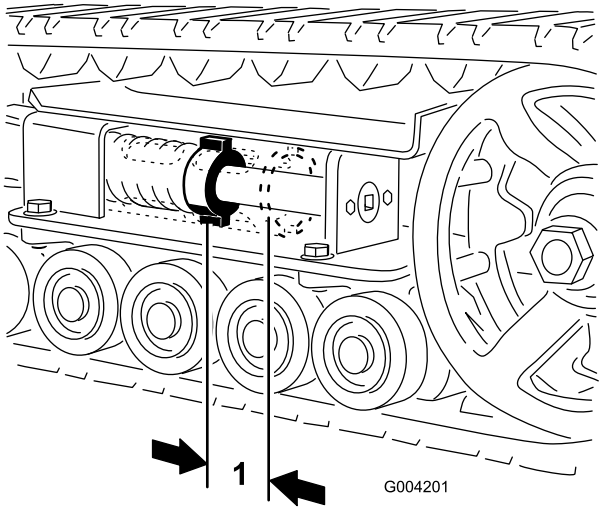
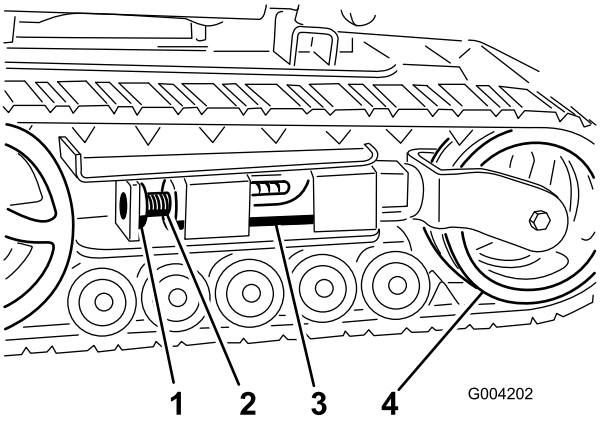
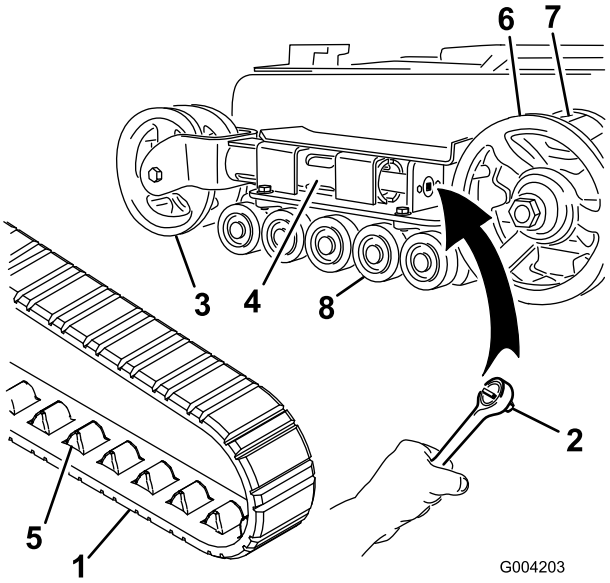
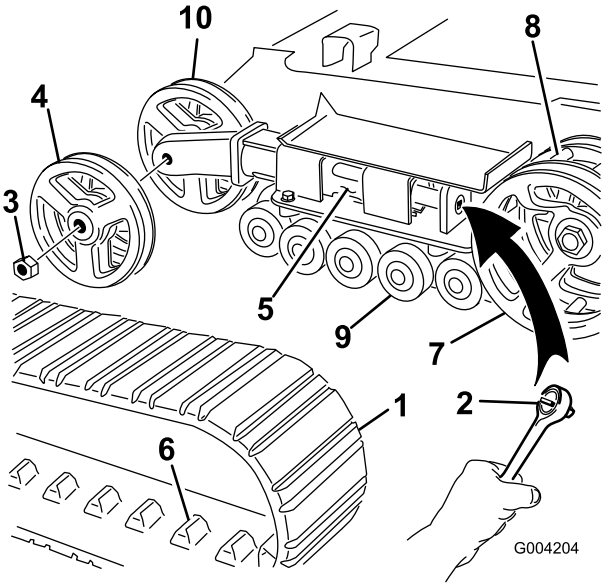

Rysunek 44
Rysunek 45
Rysunek 46
Rysunek 47
Odległość między nakrętką naprężającą a tylną stroną rury napinacza powinna wynosić 7 cm (Rysunek 44). Jeżeli tak nie jest, należy skorygować napięcie gąsienicy w następujący sposób:
3. Odkręć śrubę zabezpieczającą i nakrętkę (Rysunek 45).
4. Używając klucza nasadowego 1/2 cala (Rysunek 46) obracaj śrubę napinającą w lewo, aż odległość między nakrętką napinającą a tylną stroną rury napinacza (Rysunek 44) wyniesie 7 cm.
5. Ustaw najbliższe nacięcie na śrubie napinającej równo z otworem śruby zabezpieczającej i unieruchom śrubę za pomocą śruby zabezpieczającej i nakrętki (Rysunek 45).
4. Za pomocą klucza nasadowego 1/2 cala uwolnij napięcie gąsienicy obracając śrubę napinającą w prawo (Rysunek 45 oraz Rysunek 46).
5. Popchnij koło napinające w kierunku tyłu zespołu, aby dosunąć rurę widełkową do ramy (Rysunek 46). Jeżeli nie dotknie ona ramy, obracaj śrubę napinającą do momentu aż będzie się dało dosunąć ją do ramy.
7. Po zdjęciu gąsienicy z koła napinającego, zdejmij ją z koła napędowego oraz kół jezdnych (Rysunek 46).
8. Rozpoczynając od koła napędowego, nawiń wokół niego nową gąsienicę, upewniając się, że zęby gąsienicy wpasowały się między przekładki koła napędowego (Rysunek 46).
9. Wepchnij gąsienicę pod oraz pomiędzy koła jezdne (Rysunek 46).
11. Obracaj śrubę napinającą w lewo, aż odległość między nakrętką napinającą a tylną stroną rury widełkowej (Rysunek 44) wyniesie 7 cm.
4. Za pomocą klucza nasadowego 1/2 cala (1.27cm) uwolnij napięcie gąsienicy, obracając śrubę napinającą w prawo (Rysunek 45 oraz Rysunek 47).
5. Popchnij koło napinające w kierunku tyłu zespołu, aby dosunąć rurę napinacza do ramy (Rysunek 47). Jeżeli nie dotknie ona ramy, obracaj śrubę napinającą do momentu aż będzie się ją dało dosunąć do ramy.
6. Odkręć nakrętkę mocującą zewnętrzne koło napinające i zdejmij koło (Rysunek 47).
7. Zdejmij gąsienicę (Rysunek 47).
8. Odkręć nakrętkę mocującą wewnętrzne koło napinające i zdejmij koło (Rysunek 47).
12. Załóż wewnętrzne koło napinające i zamocuj je nakrętką, która została wcześniej zdjęta (Rysunek 47).
14. Załóż nową gąsienicę, upewniając się, że zęby gąsienicy wpasowały się między przekładki w środku koła napędowego (Rysunek 47).
15. Załóż zewnętrzne koło napinające i zamocuj je nakrętką, która została wcześniej zdjęta (Rysunek 47).
17. Obracaj śrubę napinającą w lewo, aż odległość między nakrętką napinającą a tylną stroną rury napinacza (Rysunek 44) wyniesie 7 cm.